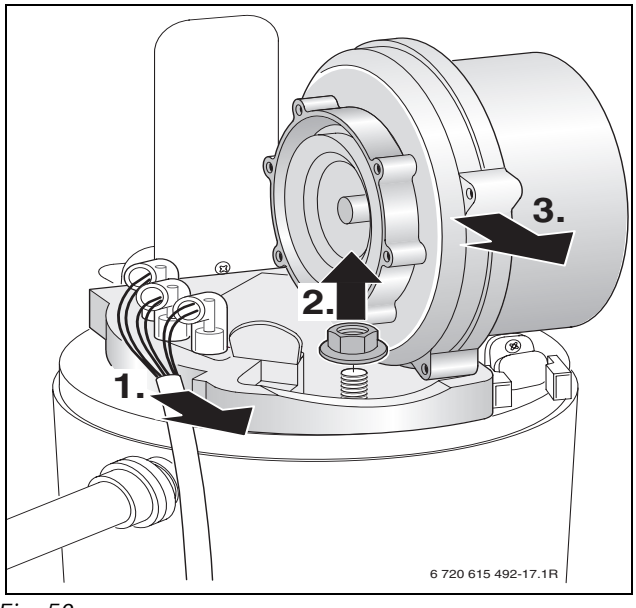

*Fig. 52*
- Scollegare il cablaggio elettrico degli elettrodi di accensione e ionizzazione, → Fig. 52 (fase 1).
- Svitare il dado di fissaggio della piastra del ventilatore (fig. 52, fase 2) e rimuovere il ventilatore (fase 3).